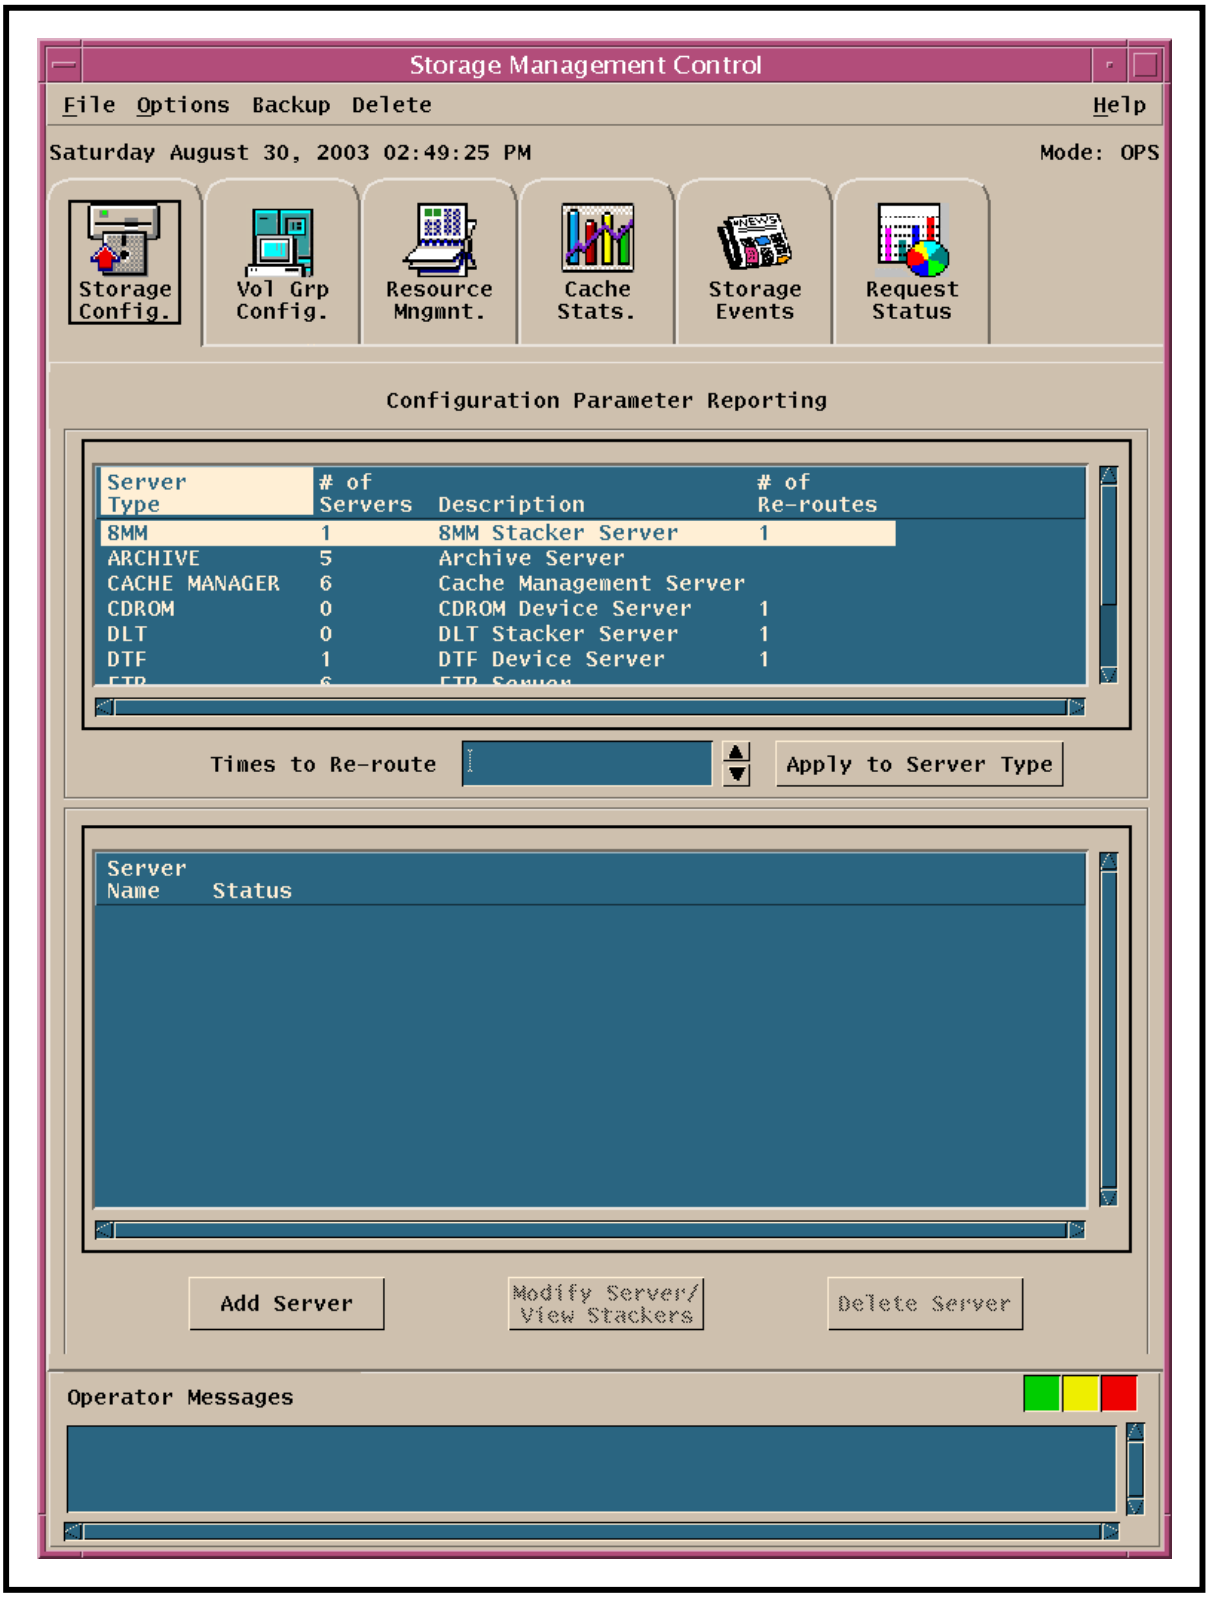

Figure 7. Storage Config. Tab (Storage Management Control GUI)
- The **Storage Management Control** GUI **Storage Config.** tab (Figure 7) is displayed.